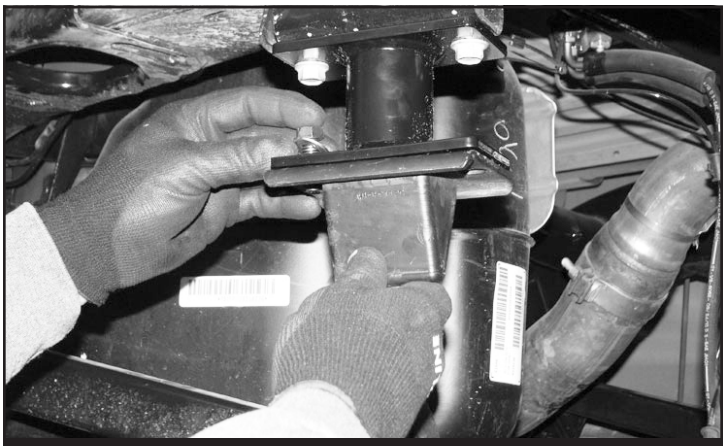

FIGURE 82 - STEP 65
65. Locate the FT44268BK rear bump stop spacer and supplied 7/16”-14 x 1-1/4” bolts, nuts, and washers. Install the FT44268BK spacer with the factory bolts that were removed during disassembly. Then, install the factory bump stop onto the spacer bracket with the supplied 7/16” hardware. Torque to 58 ft-lbs. **SEE FIGURE 82**